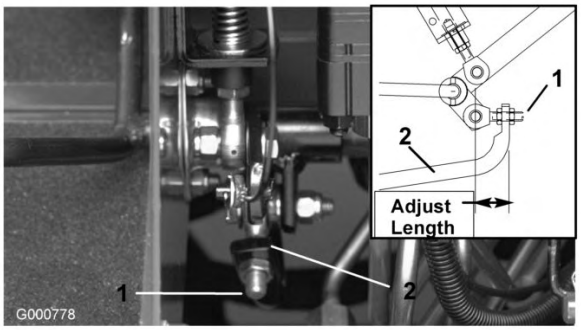

Figura 73
4. Ajuste as porcas de segurança na extremidade da barra da bomba para mover o tubo de controlo da bomba para a frente e eliminar o risco de deslizamentos para a frente e para trás (Figura 73).